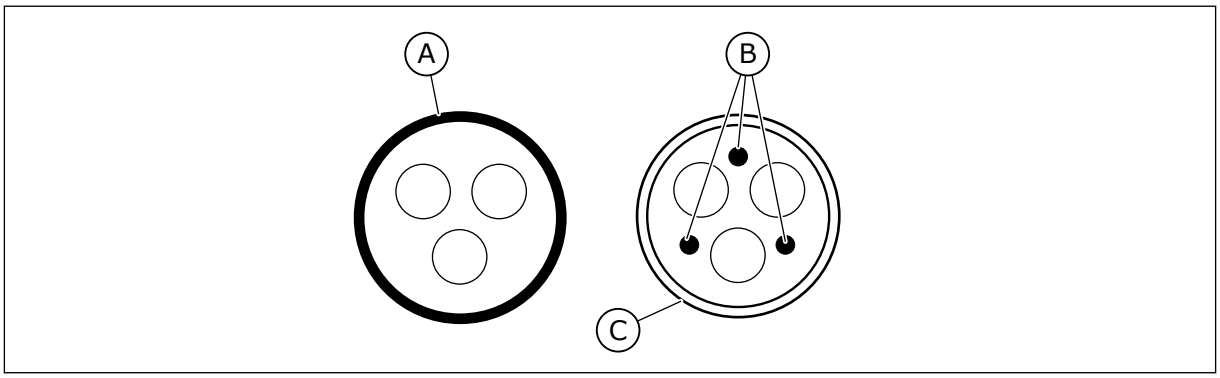

Abb. 36: Kabel mit Schutzleitern
2. Ein symmetrisches Netzkabel mit konzentrischem Schutzleiter. Ein Kabel für die angegebene Netzspannung. Wir empfehlen ein MCMK-Kabel. Siehe *Abb. 36*.
3. Ein symmetrisches Netzkabel mit kompakter niederohmiger Abschirmung. Ein Kabel für die angegebene Netzspannung. Wir empfehlen ein MCCMK-Kabel oder ein EMCMK-Kabel. Wir empfehlen, dass die Übertragungsimpedanz des Kabels (1 ... 30 MHz) maximal 100 mΩ/m beträgt. Siehe *Abb. 36*. * = Für die EMV-Klasse C2 ist eine vollständige Erdung der Abschirmung mit Kabelbuchsen an der Motorseite erforderlich.